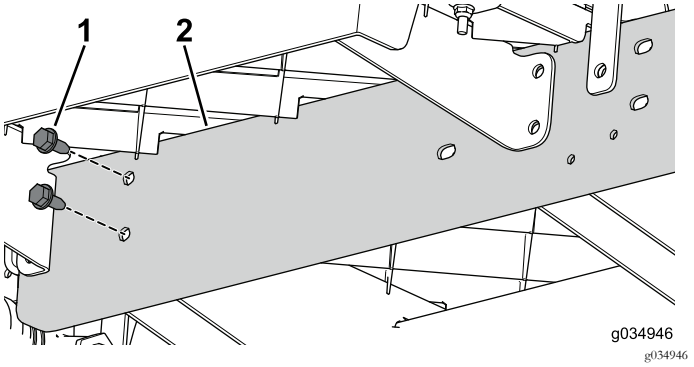

Figura 74
6. Utilize os dois parafusos (5/16" x ¾") para instalar sem apertar a calha de extensão para o canal central para a secção dianteira da máquina (Figura 74).